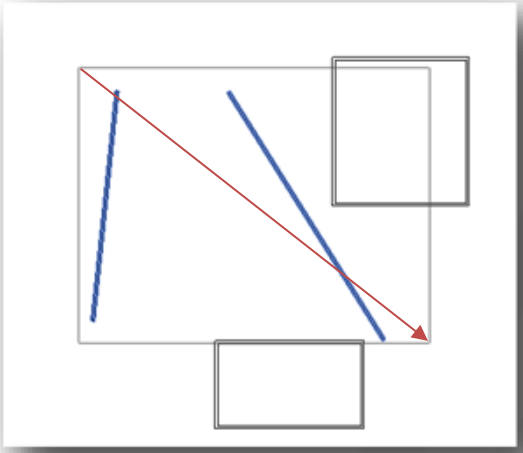

*Figura 40 – Direita*
- Pode ser selecionada no Acesso rápido (quadrado azul *Figura 40*), de forma muito rápida ou na aba Vista (quadrado vermelho da *Figura 40*). Também é possívem pelo atalho 3D.